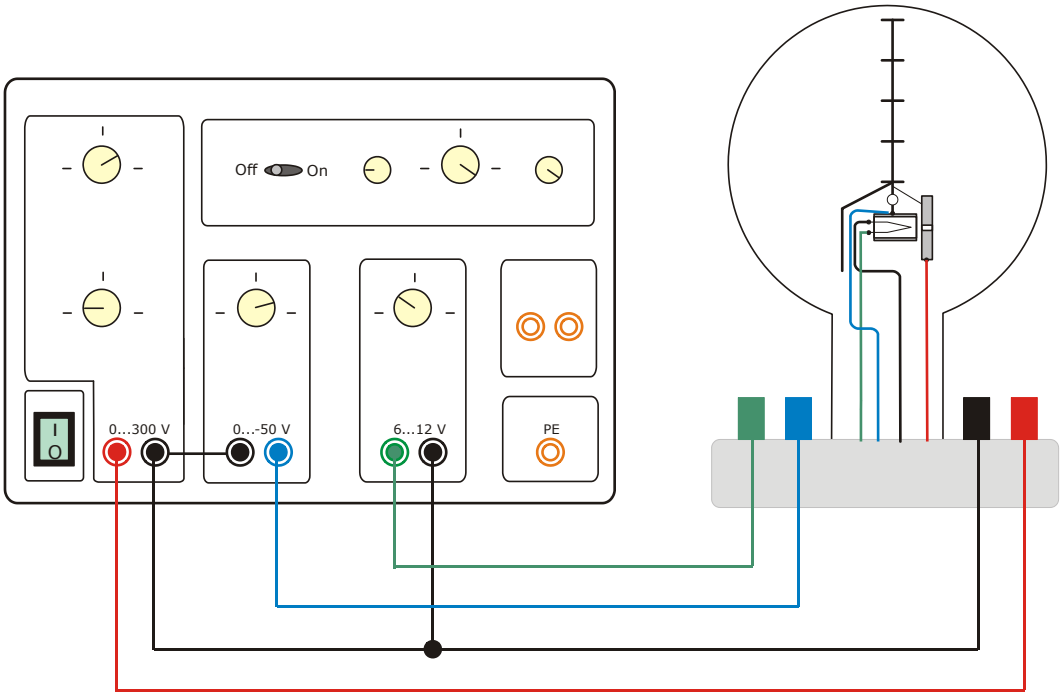

Fig. 1 Anschluss der Fadenstrahlröhre an das DC-Netzgerät 300 V
- Beschaltung gemäß Fig. 1 durchführen.